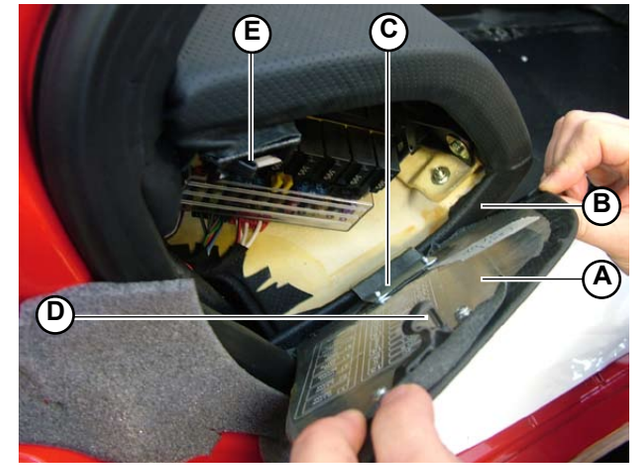

Fig.3
1. Secure the left side cover (**A-Fig.3**) to the left lower dashboard assembly (**B-Fig.3**) using the slot (**C-Fig.3**).
2. Press the cover until the plastic hook (**D-Fig.3**) is coupled into its catch (**E-Fig.3**).